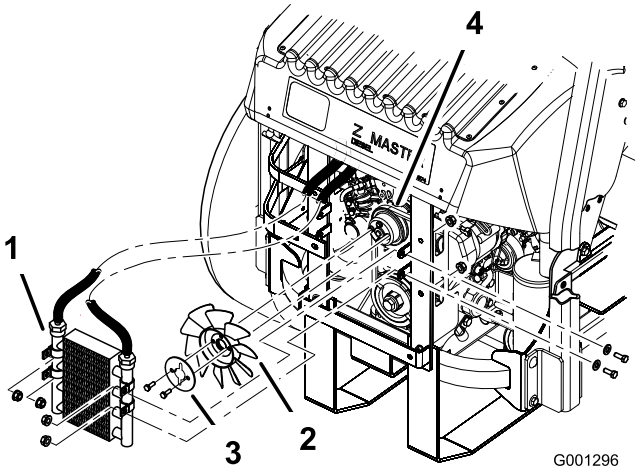

Figur 61
5. Fjern de fire bolte, der fastholder oliekøleren, og placer oliekøleren på siden (Figur 61).
6. Fjern de to bolte, der fastholder ventilatoren og ventilatorpladen på maskinen (Figur 61).
10. Monter ventilatoren og ventilatorpladen på maskinen med de to bolte, der tidligere blev afmonteret (Figur 61).
11. Monter oliekøleren med de 4 bolte, som du tidligere afmonterede (Figur 61).